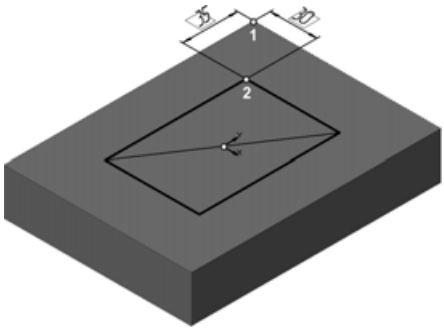

Рис. 5.21
- Проставьте два линейных размера: горизонтальный 30 и вертикальный 45 , определяющие положение вершины 2 прямоугольника относительно вершины 1 основания (рис. 5.21). Обратите внимание на то, что это должны быть фиксированные размеры.